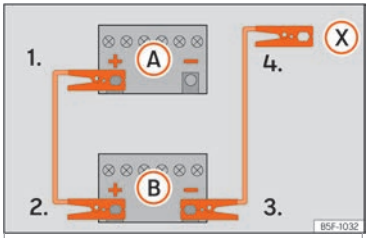

Abb. 49 Anschlussschema für Fahrzeuge ohne Start-Stopp-System.
2. Klemmen Sie ein Ende des *roten* Starthilfekabels an den Pluspol (+) des Fahrzeugs mit der entladenen Fahrzeugbatterie (A) ››› **Abb. 49**.
3. Klemmen Sie das andere Ende des *roten* Starthilfekabels an den Pluspol (+) des Strom gebenden Fahrzeugs (B).
4a. *Bei Fahrzeugen ohne Start-Stopp-System:* klemmen Sie ein Ende des *schwarzen* Starthilfekabels an den Minuspol (–) des stromgebenden Fahrzeugs (B) ››› **Abb. 49**.